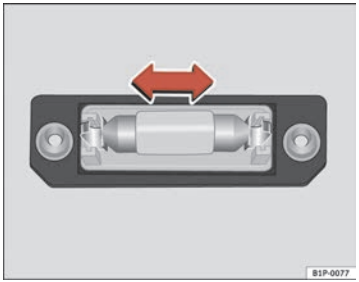

Fig. 202 Number plate light
– Remove the bulb, moving it in the direction of the arrow and outwards ⇒ fig. 202.